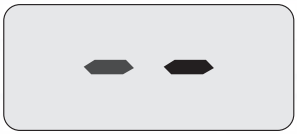
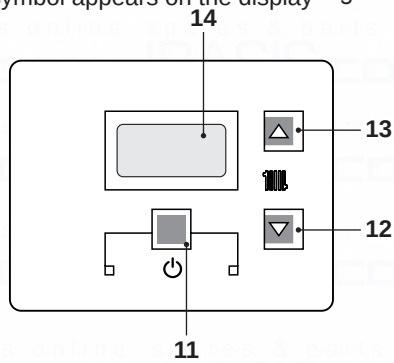

Fig. 7.7
Fig. 7.8
- Electrically power the boiler by switching on the double pole isolation switch. The LCD will display, the symbol (Fig. 7.7).
- Press the 11 key for 2 seconds until symbol appears on the display Fig. 7.8.
- Switch off the boiler by pressing the 11 (Fig. 7.8) key for 2 seconds until the symbol appears on the LCD display (Fig. 7.7).
Press the reset key on the boiler control panel 11 (Fig. 7.8) to reset its functioning.